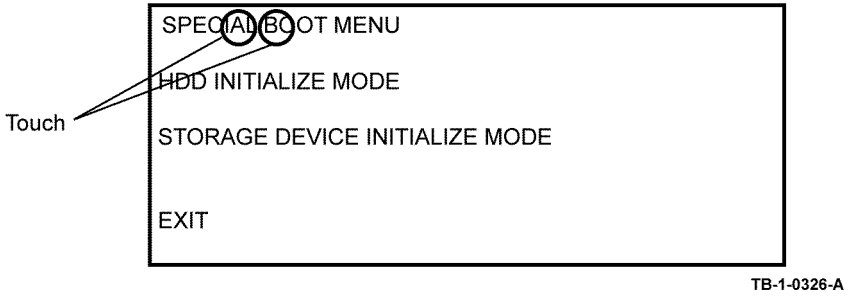

Figure 1 Accessing special boot mode
2. Simultaneously press then hold down the **Home** and **Power** buttons until the device powers on and SPECIAL BOOT MENU appears, Figure 1.
3. Simultaneously touch the letters **A** in **SPECIAL, B** in **BOOT** and the **Home** button. Do not hold any of the three locations, just touch and then release simultaneously, Figure 1.